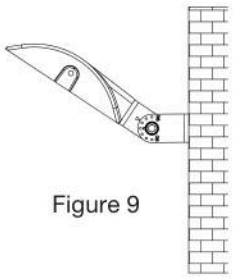

Figure 9
STEP 4: Secure the yoke to the mounting surface with screws (Figure 9).
ÉTAPE 4: Fixez l'étrier à la surface de montage avec des vis (Figure 9).